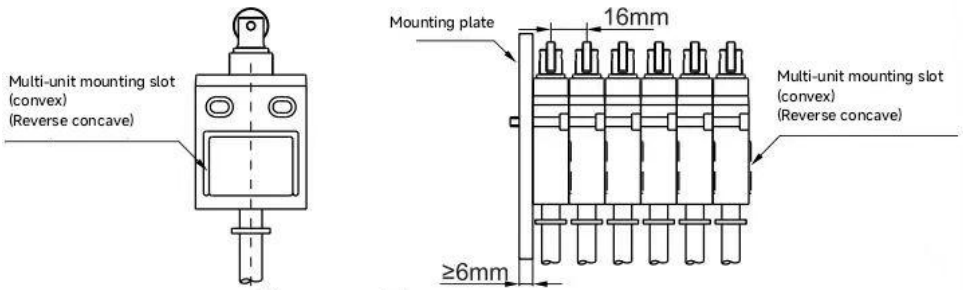

Figure 3
3. For the multi-unit installation structure, please refer to Figure 3.